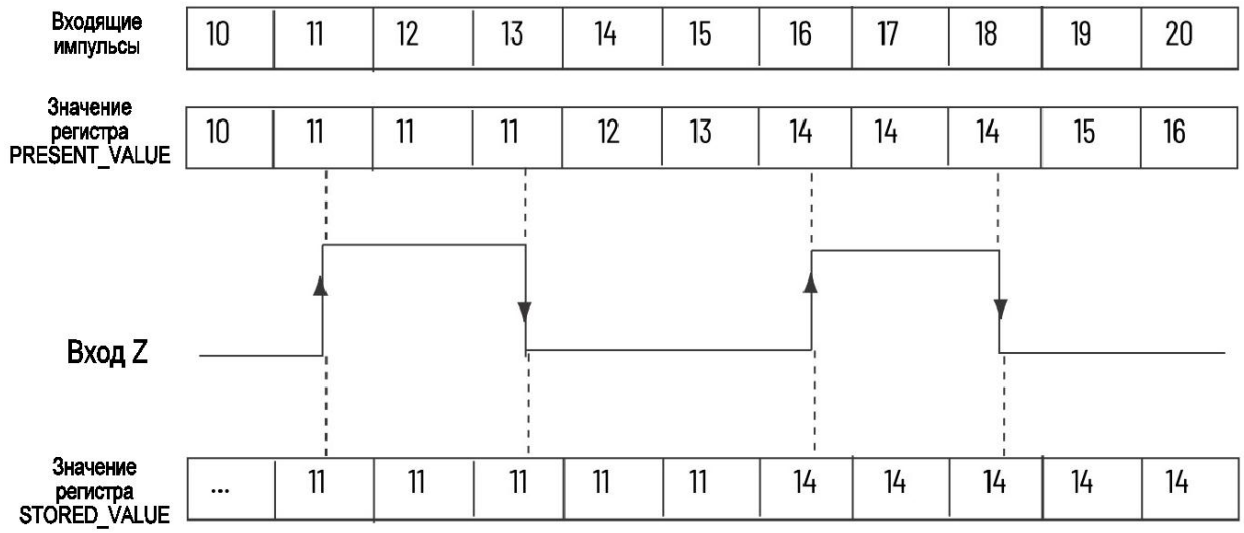

Рисунок 1.8 – Работа регистров в режиме S[2]
– считывает текущее значение (см. рисунок 1.8) и записывает его в регистр STORED_VALUE, по переднему фронту канала Z;